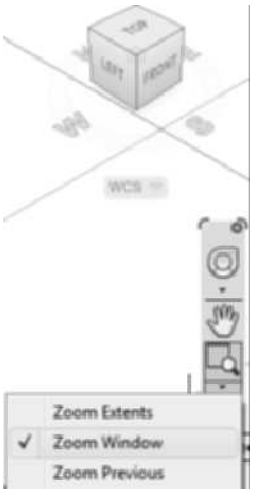

FIGURE 2.14 *Zoom window of the Navigation bar*
6. Select **Zoom Window** from the Zoom flyout of the **Navigation** bar as shown in Figure 2.14. Respond as follows to the following workspace prompts: